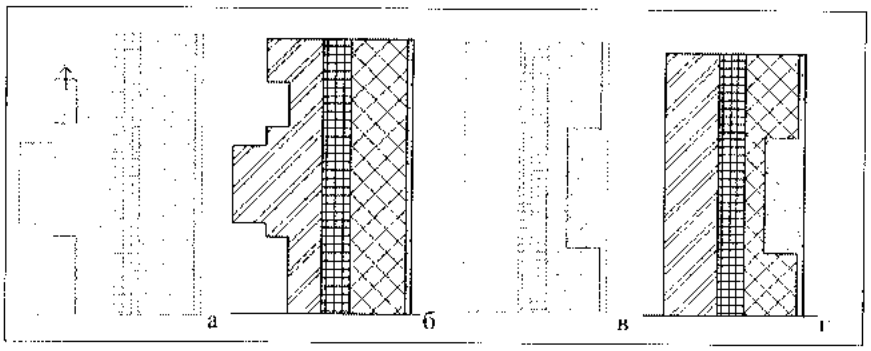

Рис. 10.20. *Редактирование профиля сечения*
3. Навести курсор на элемент, например на многослойную стену (рис. 10.20). В зависимости от того, какая опция была выбрана в пункте 2, выделяется либо рассеченная грань, либо линия границы. Щелчком мыши выделить их.